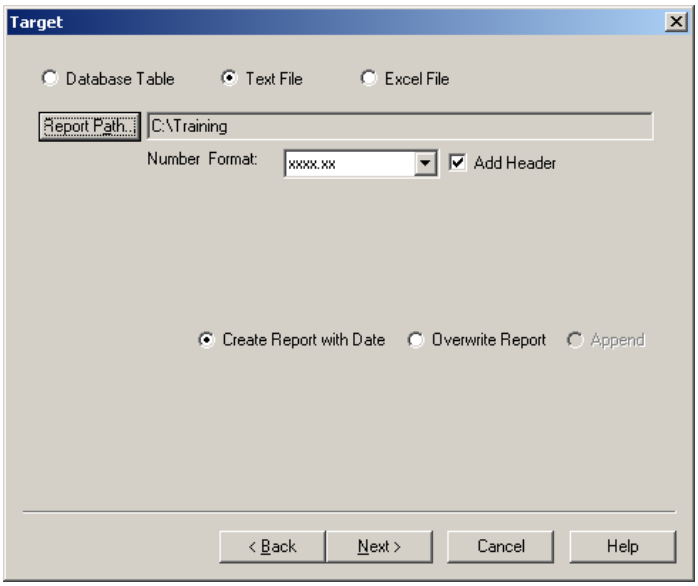

Figure L12.10 - Configuring the Report Target
23. Select “Text File” and specify c:\Training as the Report Path. Select the **Create Report with Date** option, as depicted in Figure L12.10, to ensure each generated report has a different name.